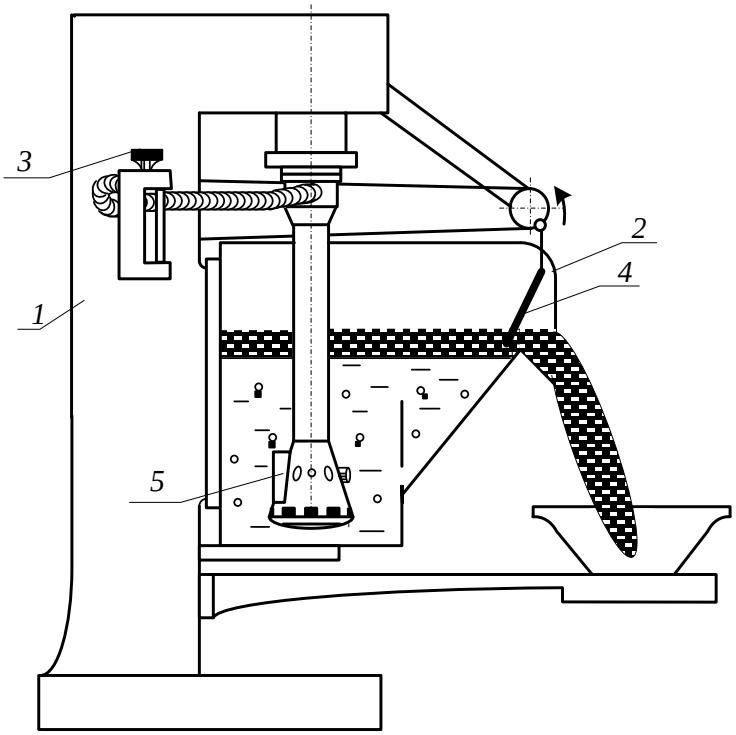

Рисунок 7.1 – Лабораторная флотационная машина
2. Изучить конструкцию и определить конструктивные параметры лабораторной флотационной машины (рисунок 7.1).